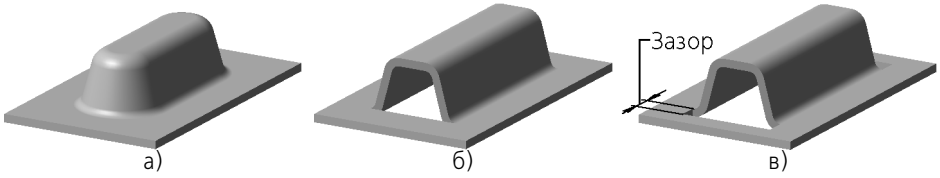

Рис. 112.10. Типы обработки концов буртика
- закрытый (рис. 112.10, а),
- открытый (рис. 112.10, б),
- рубленый (рис. 112.10, в).